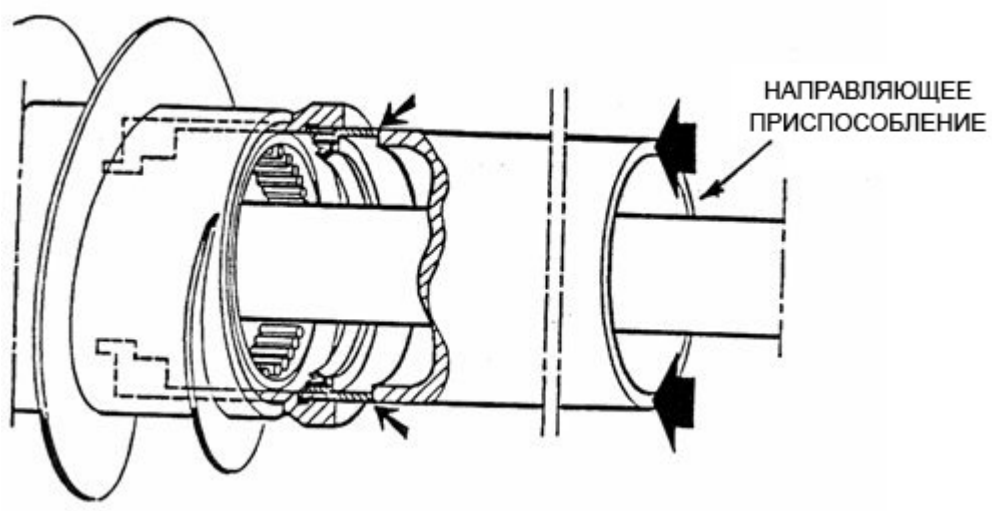

Рисунок 6-26 Установка обоймы сальника
1. Если защитная труба (50) была снята, следует установить новое уплотнительное кольцо круглого сечения (49). Смазать кольцо перед установкой.
2. Установить диск-выталкиватель (52), обращая внимание на центрирование штифта на защитной трубе (50).
3. Установить прокладки (53) в том же количестве и тех размеров, которые были сняты.
4. Установить наружную обойму подшипника (54).
5. Смазать уплотнительное кольцо круглого сечения (33). Установить уплотнительное кольцо круглого сечения в паз полости подшипника конвейера.
6. Установить новое уплотнительное кольцо с кромкой (35) в обойму сальника (56). Уплотнительная кромка должна быть повернута в правильную сторону.
7. Установить обойму сальника (56), нажимая на нее. При этом необходимо следить за тем, чтобы не повредить уплотнительное кольцо круглого сечения. Для вдавливания обоймы сальника в конвейер, использовать направляющее приспособление. См. Рисунок 6-26.
8. Установить запорное кольцо (57).